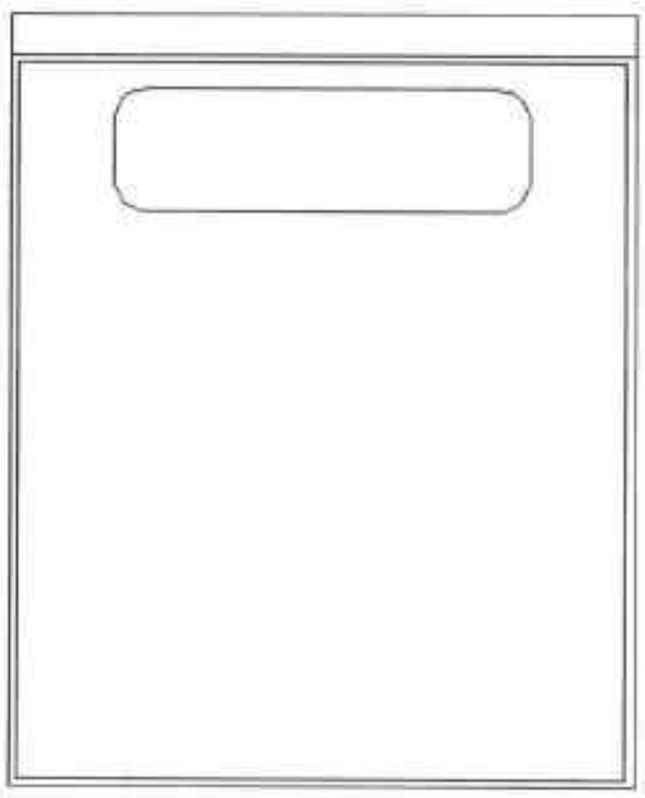

图7-70 绘制枕头图块
Step04 执行“矩形”命令，绘制一个长1000、宽 300，半径为 80 的圆角矩形，作为枕头图形，并放置在合适位置，如图 7-70 所示。